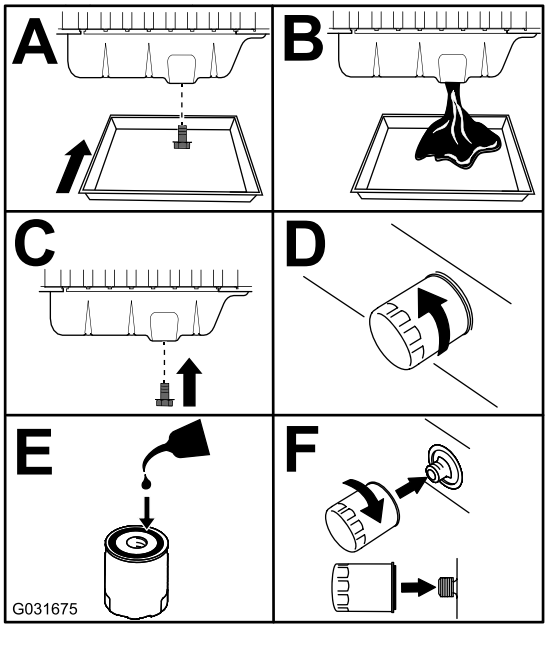

Figuur 77
3. Ververs de motorolie en vervang het filter (Figuur 77).